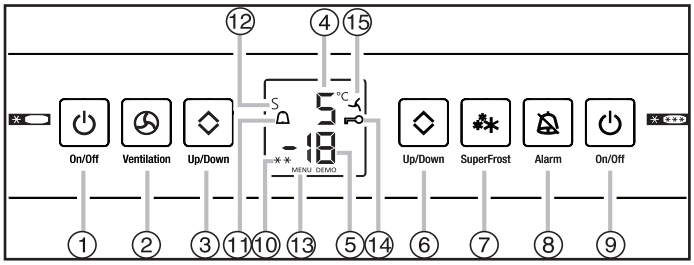

Fig. 11
▶ Premere il tasto ON/OFF Fig. 11 (9) del vano congelatore per almeno 3 secondi.
▶ Premere il tasto ON/OFF Fig. 11 (1) del vano frigorifero per almeno 3 secondi.